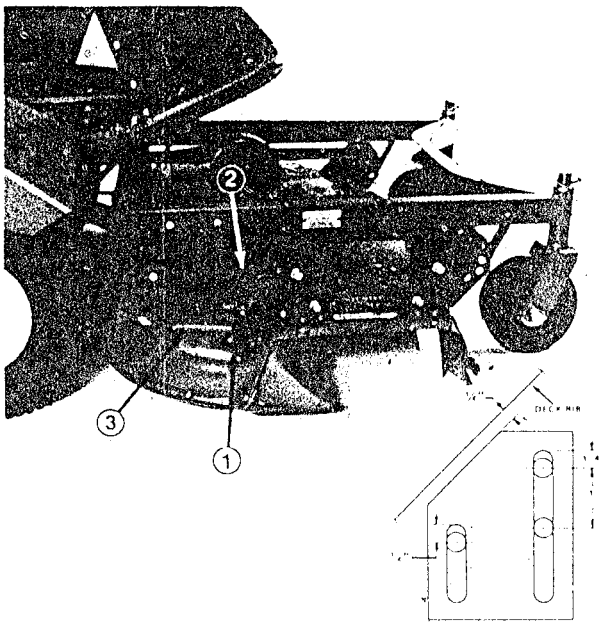

Figure 10
1. Position idler assembly on deck as shown in Fig. 10.
2. Engage idler lever (toward belt) and slide idler pulley firmly into blower belt. There should be at least 1/4" clearance between front of idler mounting bracket and raised rib in deck (Fig. 10, Inset). Mounting bracket should be positioned on flat part of deck. Make sure idler pulley clears spindle pulley and blower.
3. Using dimensions shown in Fig. 10, Inset, locate and drill (3) 3/8" dia. holes in deck.
4. Disengage idler lever and mount idler assembly to deck with (3) 5/16-18 x 3/4" lg. capscrews, 5/16 washers, and locknuts. Position washer between nut and idler assembly.